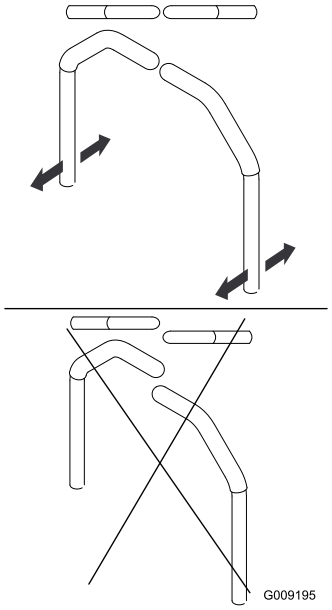

Figur 80
4. Rikta in reglagen i främre-bakre läge genom att föra ihop dem i neutralläget, skjuta dem tills de är inriktade och sedan dra åt skruvarna (Figur 80).